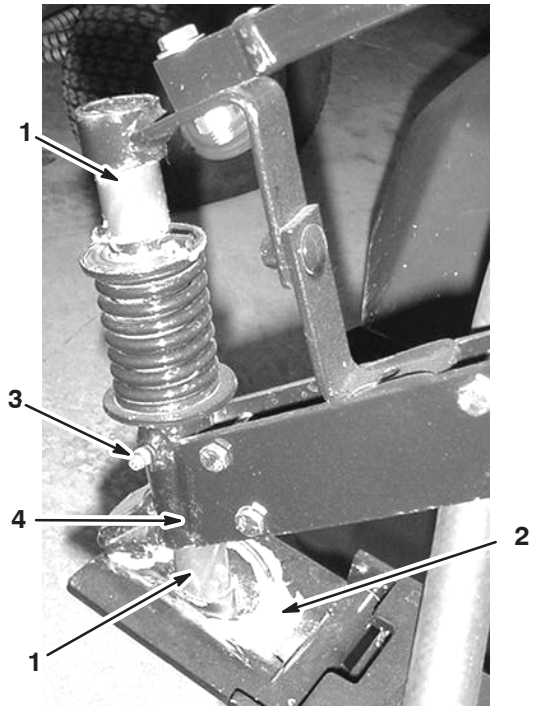

Figur 38
1. Smør manuelt akselstøtten og inde i den hængslede plades kuglesæde som vist i figur 38.